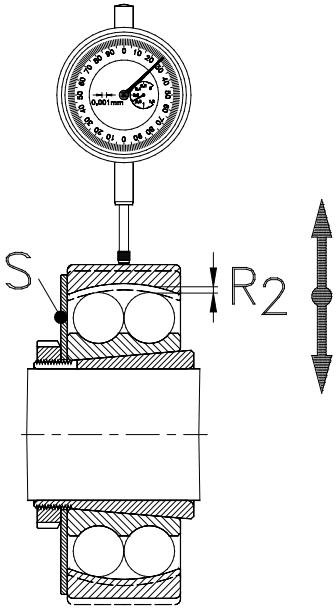

Fig. 10.15
Depending on the relevant mounting situation and the individual features of the specific application such inspection is completed either in a **direct** or **indirect** way. The indirect method is possible by a measurement of the **axial displacement**. A **direct** method of the final bearing clearance is completed using **dial gauges**, (fig. 10.15) or, for larger spherical roller bearings, by use of **feeler gauges**.
When using dial gauges they must be adjusted to the outer ring of the mounted bearing (see fig. 10.15).
In the case of self aligning bearings, (i.e. self aligning ball bearings and spherical roller bearings), the use of **auxiliary supporting washers (S)** is recommended to prevent the outer ring skew (fig. 10.15).